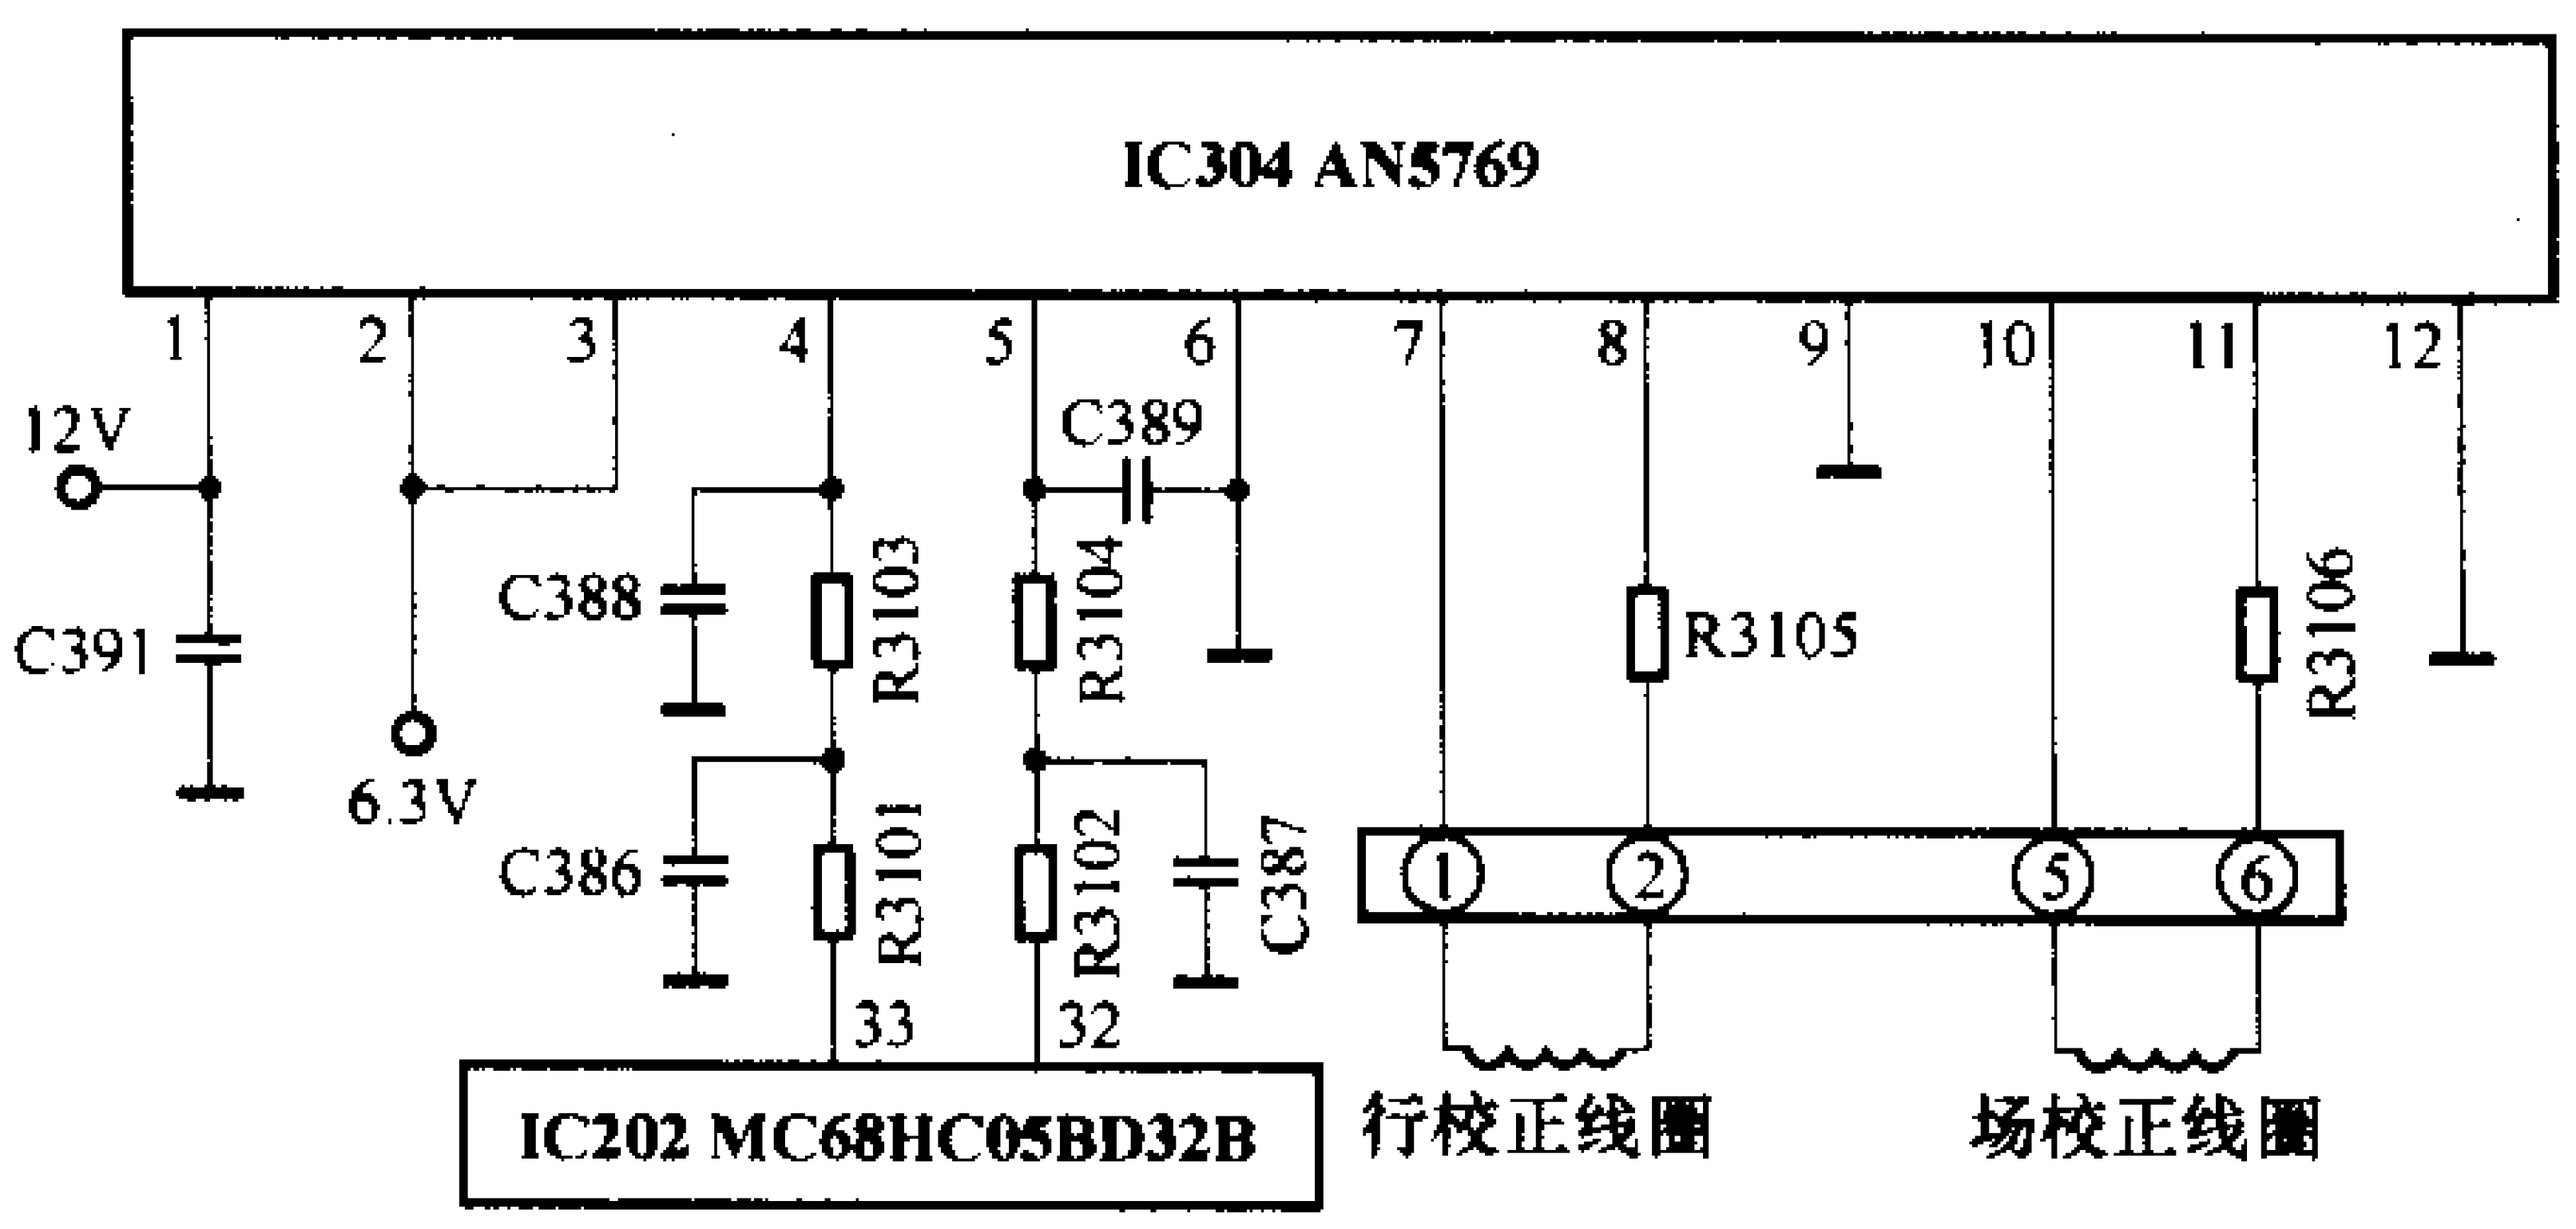

图6
(1)LG FB795B 型显示器的动态会聚校正电路：有关电路见图6。从图中可以看出，动态会聚电路主要由